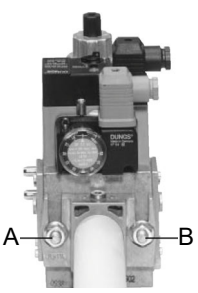
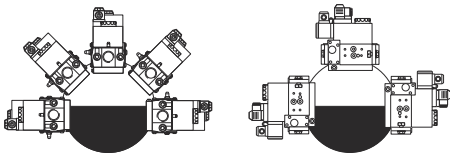

Fig. 2
Fig. 5
3. apretar los tornillos A, B, C y D (Fig. 2 - Fig. 3), respetando las posiciones de montaje (Fig. 5);